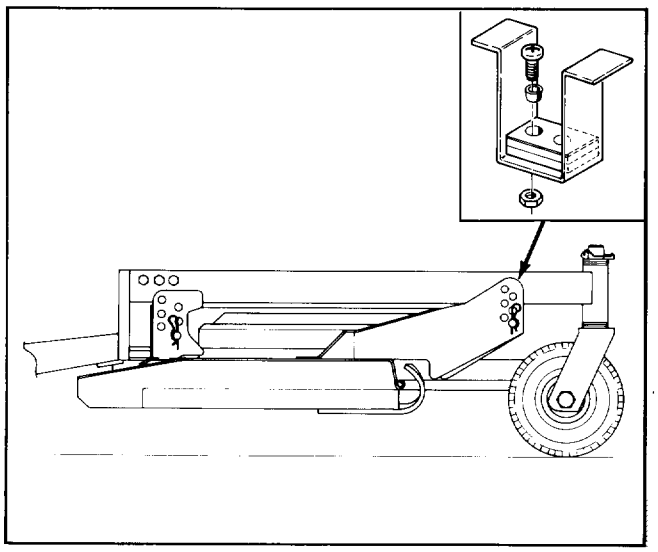

Figure 29
2. Check to make sure front height-of-cut pins are resting properly on frame cushions (Fig. 29). If pins are not resting properly, place a shim or shims under cushion to raise it for proper alignment.
A. Cutting units usually operated at 1 to 2 in. (25 to 51 mm) height-of-cut should have the low side of the cutting unit raised. Remove the lynch pin securing castor wheel on low end (Fig. 29) and remove castor assembly.
C. If cutting unit is operated at 2 to 3-1/2 in. (51 to 89 mm) height-of-cut, lower the high side of cutting unit. Remove lynch pin of castor at high end of unit and remove castor assembly (Fig. 29).